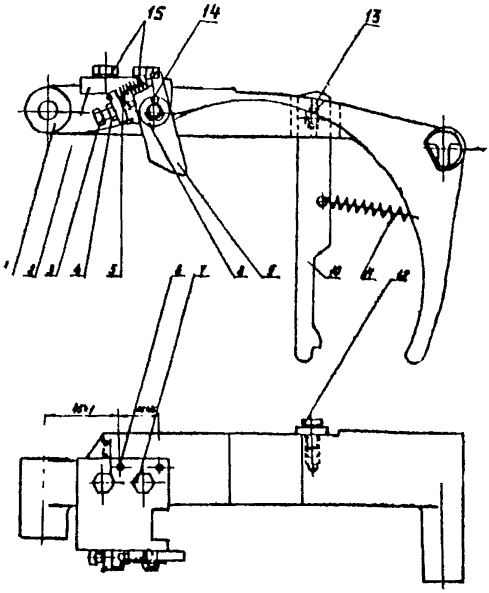

Рис.8. Механизм расцепления:
7.3. Проверить состояние механизма расцепления (рис.8).
10.5. Проверить завор между опорной плоскостью упора 10 (см. рис.8) и плоскостью поворотного механизма 19 (см.рис.1,*а*) при вводе ударника расцепления 1 (см.рис.8). Завор должен быть 0,5-1,0 мм.
В обоих случаях величину завора регулировать специальным болтом 3 (см.рис.8) стойки подъема ударника 9.
(см.рис.8) и плоскостью поворотного механизма 19 (см.рис.1,*а*) при включенном приводе. Зацепление должно быть полным и регулируется пружинами упора и поворотного механизма.
10.7. Проверить отсутствие удара о корпус привода ударника расцепления 1 (см.рис.8) при вводе. Проверку выполнить с помощью бумаги, подкладываемой между ударником и корпусом привода. Высоту подъема ударника регулировать специальным болтом 3 стойки подъема ударника 9.
10.11. Проверить надежность работы ударника расцепления 1 (см.рис.8.). При сбрасывании его при включенном выключателе с высоты на 8-10 мм меньше нормальной привод должен отключаться.